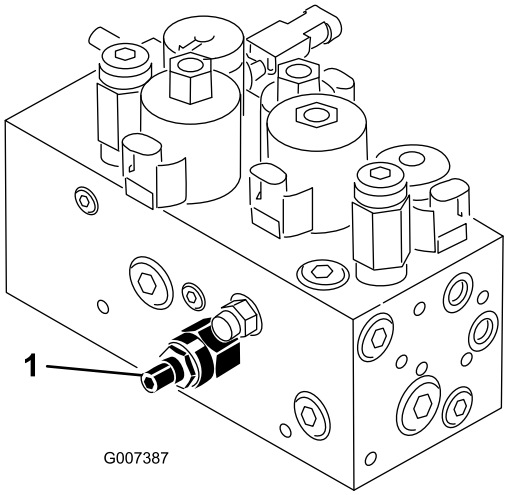

Figur 49
Kretsen for løfting og senking av klippeenheten er utstyrt med en mengderegulator (Figur 49). Denne ventilen er forhåndsjustert, men det kan hende den må justeres for å kompensere for forskjeller i oljetemperaturer, klippehastighet, tilbehør osv. Hvis du må justere den, fortsetter du på følgende måte:
1. Hev setet, og finn mengderegulatoren på den midtre trekkrammen (Figur 49) som er plassert på siden av den hydrauliske manifolden.